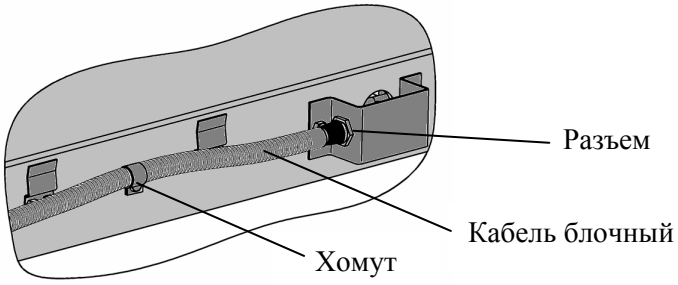

Рис. 4.5 - Подключение кабеля к модулю
4.2.2.3 Соединить кабелем терминал с модулем. Для защиты разъема модуля от случайных повреждений привинтить кабель к модулю хомутом как показано на Рис. 4.5.